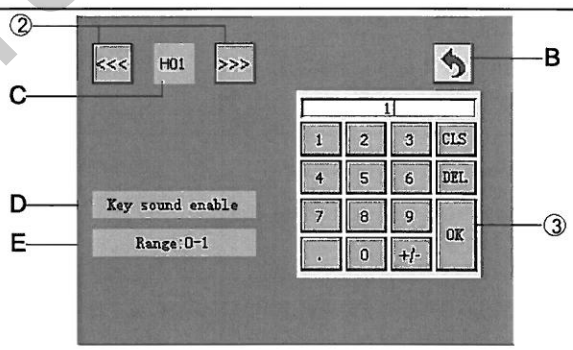

Figure 2
A: Operating box parameter display value; B: Return button; C: Current parameter number; D: Function description corresponding to the current number; E: Current parameter setting range	①:Operating box parameter number, click it to enter Figure 2; ②:Click it to go to the previous or next number; ③:Keypad Setting Interface, for value setting of the number